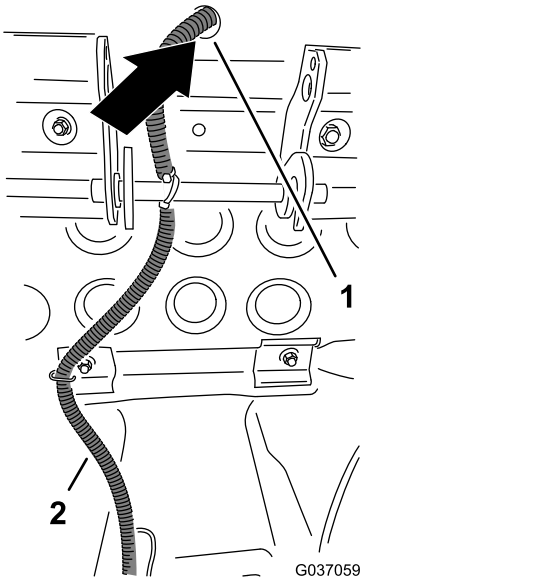

Figura 23
6. Disponete il connettore a 2 prese del cablaggio del relè (fili bianco e nero) attraverso il foro nella piattaforma situato dietro il sedile (Figura 23).
2. Nella parte inferiore della piattaforma, disponete il connettore a 2 prese (fili nero e rosso) per il cablaggio preassemblato del kit da 350 cm lungo il cablaggio del relè e attraverso il foro nella piattaforma situato dietro il sedile; fate riferimento a Figura 23 in Collegamento del relè e del cablaggio (Modello 02750) (pagina 9).